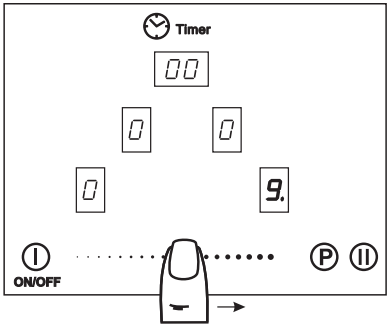

Рис.13
2. Для выбора необходимого режима нагрева коснитесь поверхности ④- «скользящая кнопка» в районе требуемого режима нагрева конфорки и, при необходимости, перемещая палец, измените режим нагрева (рис.13). Когда уровень мощности меняется, звучит сигнал, а в окне выбранной конфорки отображается мощность от «0» до «9».